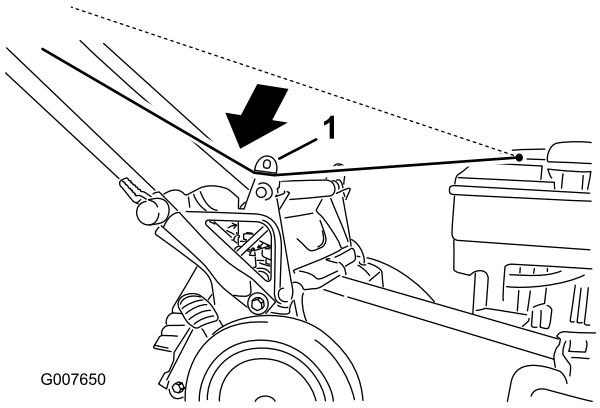

Figur 25
1. Før startsnoren rundt om det nedre snorestyr (Figur 25).